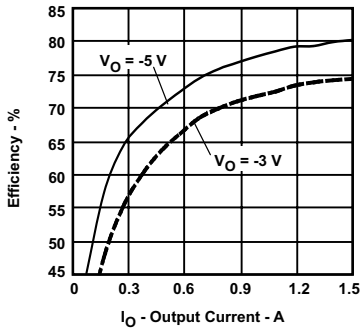
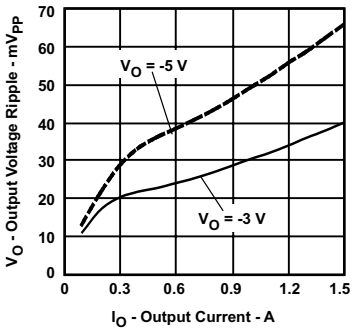
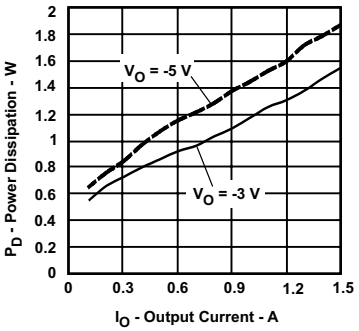

Figure 13.
Figure 14.
Figure 15.
(1) The electrical characteristic data has been developed from actual products tested at 25°C. This data is considered typical for the converter. Applies to Figure 13, Figure 14, and Figure 15.